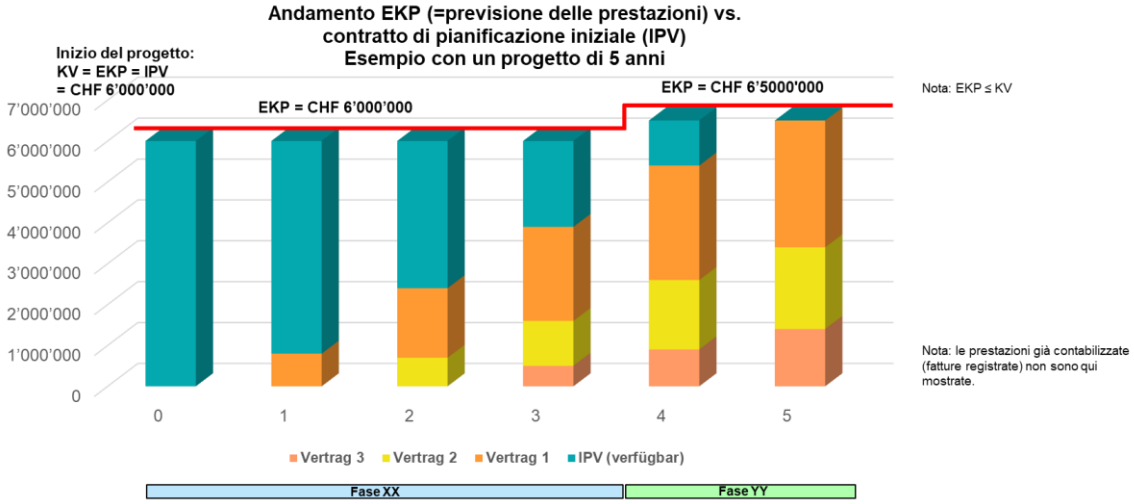

Figura 1 –EKP vs. IPV, Esempio
a) Per poter svolgere la gestione finanziaria del progetto, viene aperto un **progetto** nel BKM da parte di IC, sulla base delle indicazioni fornite dai PL. All'**apertura del progetto**, devono essere definiti la struttura del progetto (piano della struttura di progetto PSP con natura dei costi principali (Hauptkostenart, HKA) e conti di finanziamento (Finanzierungskonten, FK) con gli oggetti d'inventario (IO), i generi di costo secondo il piano dei conti di costruzione e le pietre miliari.
e) All'inizio del progetto, il **contratto di pianificazione iniziale** (Initialplanvertrag, IPV) risulta essere un "contenitore virtuale" che rappresenta la somma dei contratti pianificati, previsti e attesi, ma non ancora allestiti, e che viene utilizzato per la successiva registrazione dei contratti. Dall'allestimento del primo contratto, all'IPV totale viene sottratto l'EKP di tale contratto: questa differenza è indicata nel BKM come "IPV disponibile" e rappresenta i contratti non ancora allestiti. Alla fine del progetto, l'IPV disponibile dovrebbe risultare zero (vedi Figura 1).
f) Nella **pianificazione degli investimenti**, le prestazioni attese sono distribuite secondo la previsione dei costi finali (EKP progetto) negli anni corrispondenti (EPK anno). All'inizio del progetto o all'inizio di una fase del progetto, l'EKP progetto corrisponde solitamente al preventivo dei costi. Lo sviluppo del progetto può, in ogni caso, comportare un adeguamento dell'EKP (e successivamente del KV) (cfr. Figura 1).